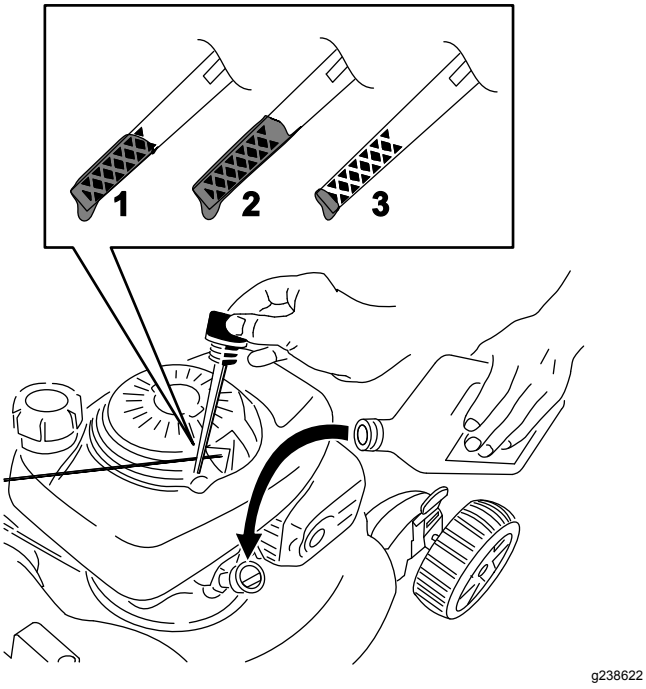

Bild 6
2. Entfernen Sie den Peilstab, indem Sie den Deckel nach links drehen und herausziehen (Bild 6).
7. Lesen Sie den Ölstand am Peilstab ab. (Bild 6)